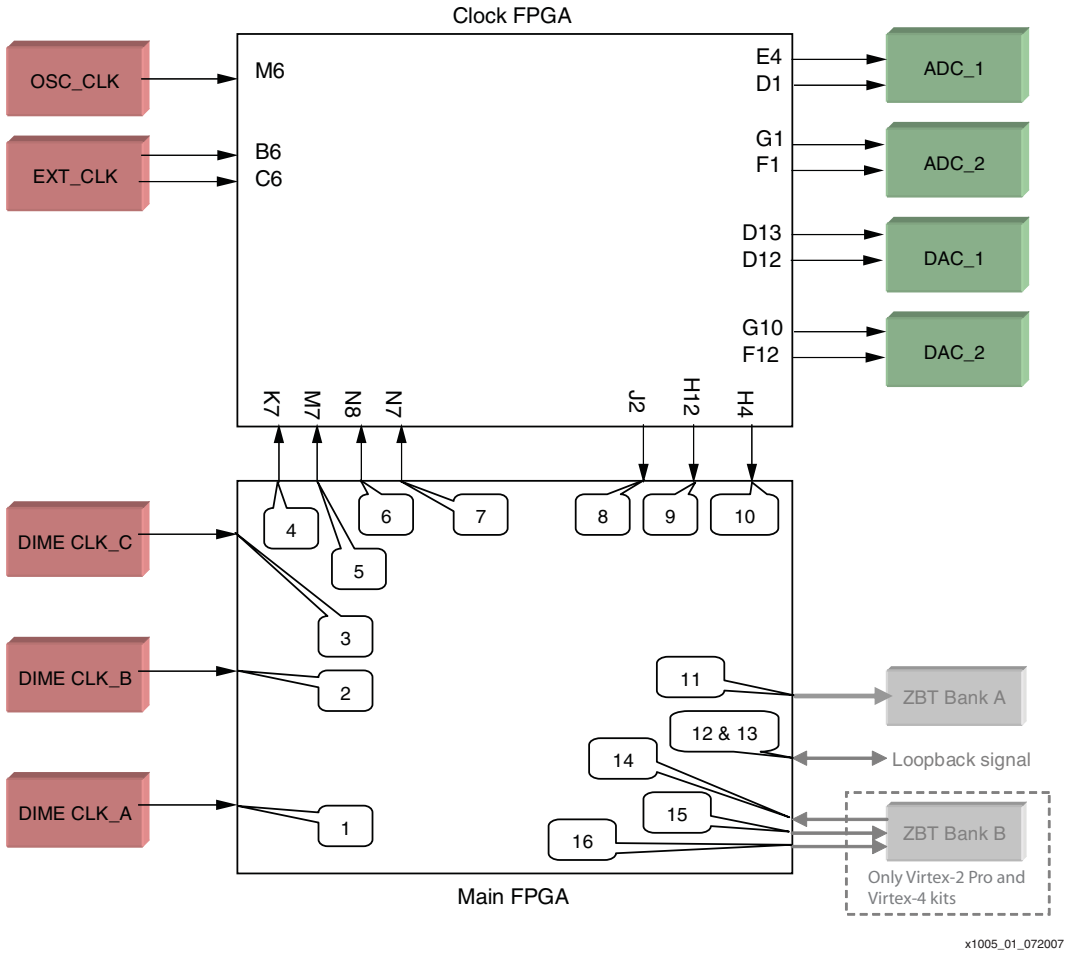

*Figure 1:* **Number Diagram Correlating to all Four XtremeDSP Development Kits**
The pin locations used in this document are based on the XtremeDSP Development Kit-IV for Virtex-4 FPGAs, as found in the right-most column of Table 1. Using the numbers shown in Figure 1, it is possible to apply this application note to the four XtremeDSP Development Kits previously mentioned.
| Number from Figure 1 | Associated Net Name | XC2V2000 -4FG676 | XC2V3000 -4FG676 | XC2VP30 -5FF1152 | XC4VSX35 -10FF668 |
1. Pin B14 (number 8 in Figure 1) is not an optimal clock IOB site on the XC4VSX35 -10 FF668 which is found on the XtremeDSP Development Kit for Virtex-4 FPGAs. To use this pin location, the user should set the XIL_PLACE_ALLOW_LOCAL_BUFG_ROUTING environment variable to 1 to avoid errors during implementation. It should be noted that this will cause a drop in performance.
2. In Figure 1, the loopback signal is shown as a line with arrows on both sides. This represents a loopback signal and does not represent a bidirectional signal, thus, the reason it has two pins associated with it.
When using the HDL output from a System Generator for DSP design on the main FPGA and the `osc_clock_2v80.bit` file on the clock FPGA, the user needs to ensure that the *Clock pin location* in the System Generator for DSP token is set to the correct pin location depending on the kit used. Looking at Figure 1, it can either be numbers 8 or 10. As an example, the constraint is on H4 which is wired to number 8 on the main FPGA. Generation of this system locks the design's clock to the correct location, if the correct *Clock Pin location* is set in the design's System Generator for DSP token. You can check the System Generator for DSP pin lock by looking at the `.xcf` constraints file found in the netlist directory. You should expect to see something like this: